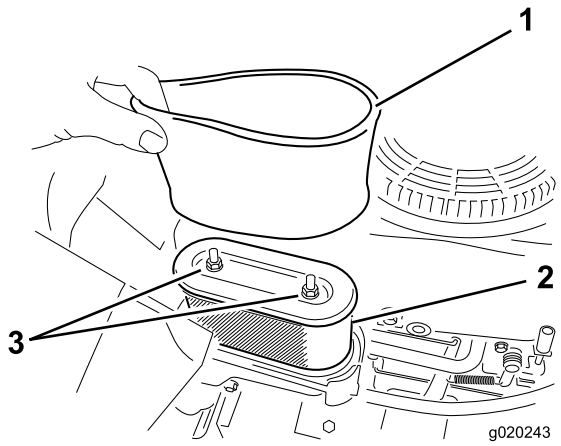

**Figur 33**
5. Fjern skum- og papirfilterelementene forsiktig fra luftrenserhuset (Figur 33).
1. Monter skumfilteret forsiktig på papirfilteret (Figur 33).